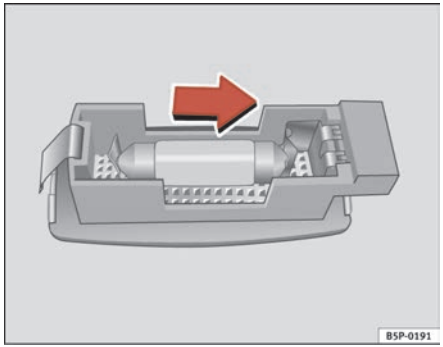

Fig. 203 Removing sunroof light
– Carefully remove the lamp, using the flat side of the screwdriver, as shown in the figure ⇒ fig. 203.
– Remove the lamp, moving it in the direction of the arrow and outwards ⇒ fig. 203. ■